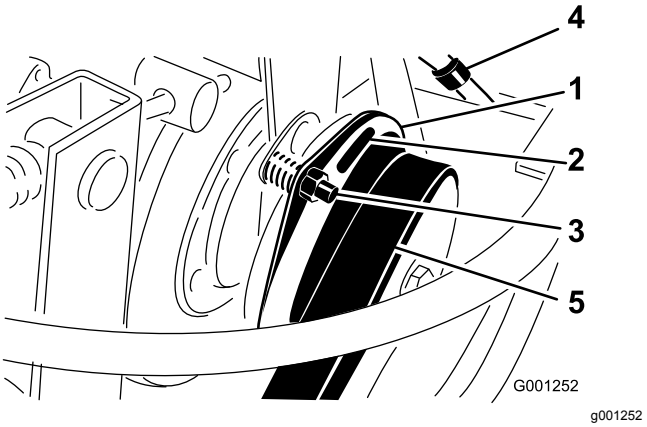

Figur 77
3. Juster mellemrummet, så en søgelære på 0,38 mm kan glide ind mellem koblingsbelægningen og friktionspladen med et let tryk (Figur 77).
Bemærk: Mellemrummet kan reduceres ved at dreje justermøtrikken med uret (Figur 77). Det maksimale mellemrum er 0,76 mm. Juster alle tre mellemrum.